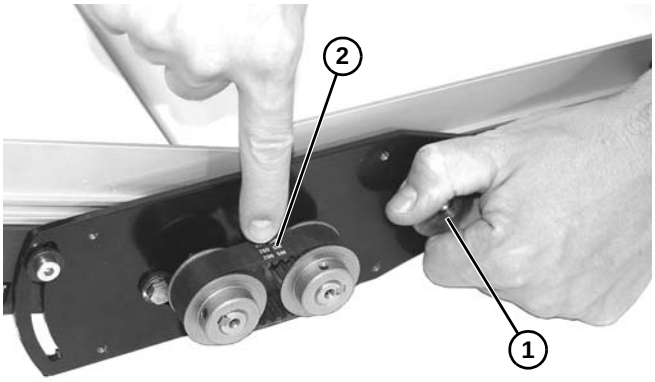

Figure 22
12. Tourner le bouton de la came **(Figure 22, élément 1)** afin d'obtenir une déflexion au centre de la bande **(Figure 22, élément 2)** avec une force d'environ 1 360 à 2 268.